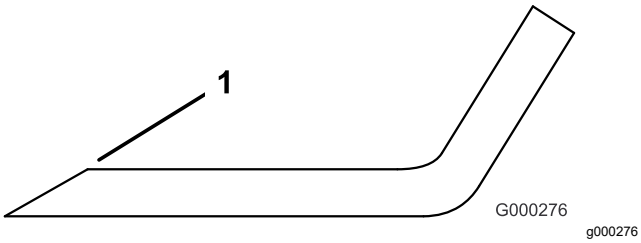

Figur 110
1. Slipa eggarna i båda ändarna av kniven med en fil (Figur 110).
Obs: Om kniven inte är balanserad kan du fila bort lite metall från knivens segeldel (Figur 110).